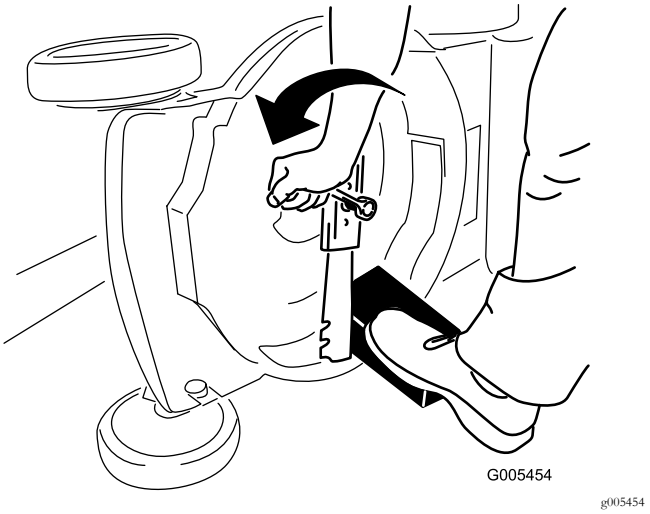

Figure 34
3. Immobilisez la lame avec un morceau de bois (Figure 34).
4. Déposez la lame mais ne jetez pas les fixations (Figure 34).